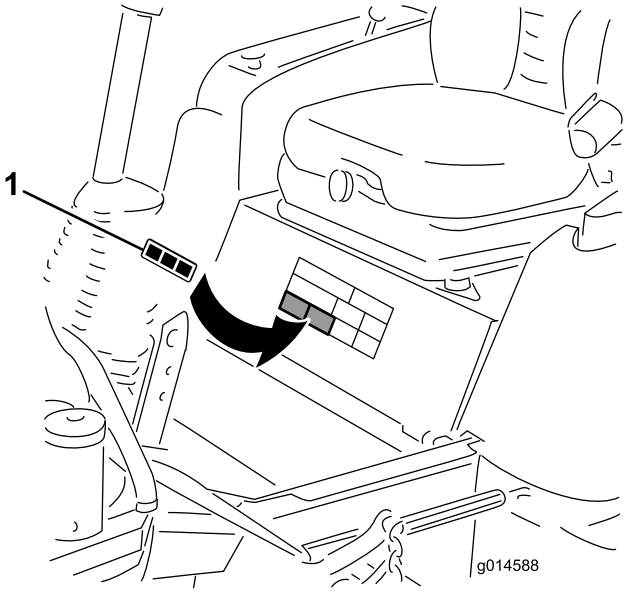

Figura 9
1. Pulite accuratamente la zona in cui devono essere installati gli adesivi (Figura 9).